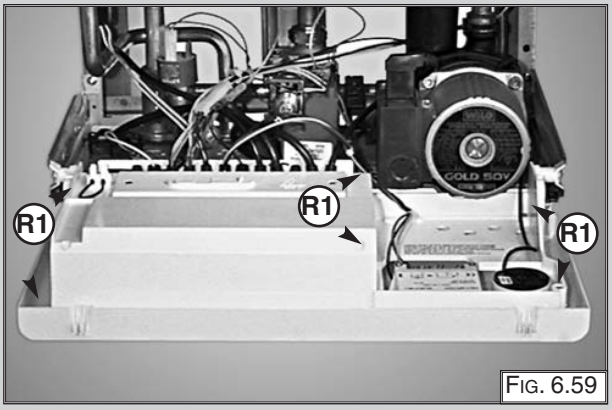

FIG. 6.59
4. Remove the screws “R1” (FIG. 6.59);